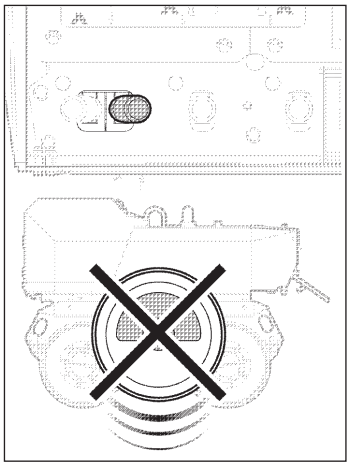

Fig. SE6 Vibration switched off
1) Vibration switched off *(Fig. SE6)*